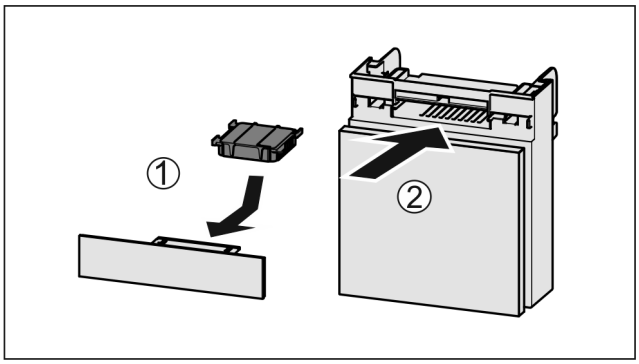

Fig. 186
▶ Insérer le filtre à charbon actif d'après le schéma *Fig. 186 (1)*.
▶ Insérer le compartiment *Fig. 186 (2)*.